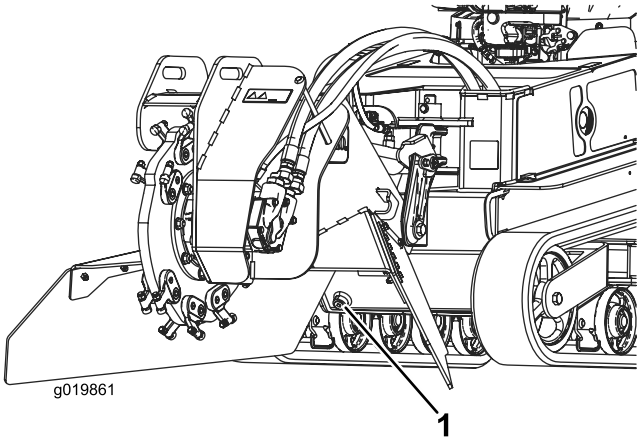

Figuur 61
8. Verwijder de aftapplug van de hydraulische tank zodat de olie in de opvangbak kan lopen (Figuur 61).